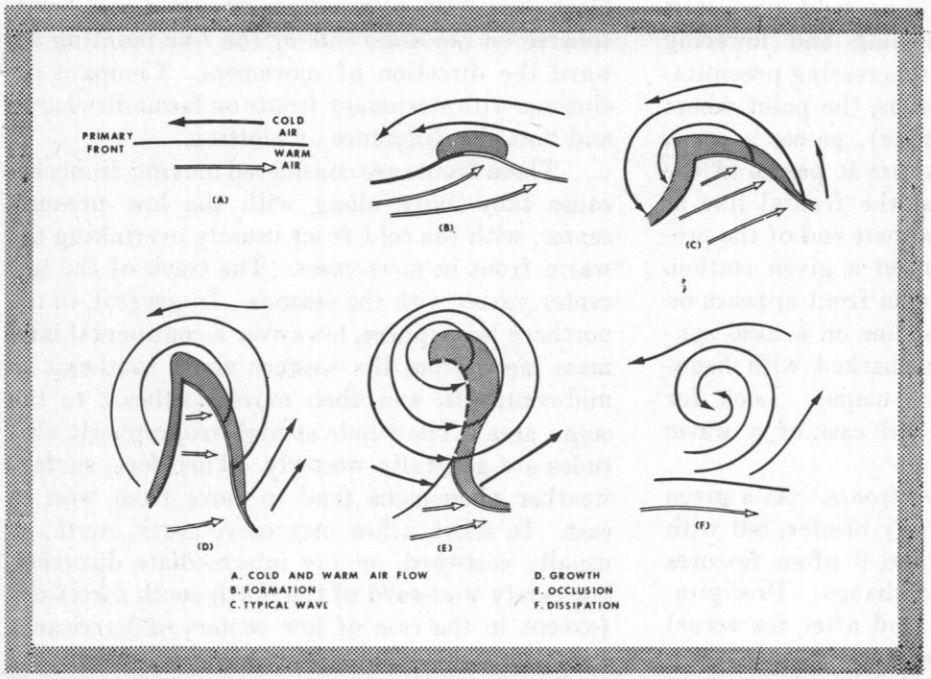

Figure 26–5. Development of a frontal system from a wave in a stationary front. Note that the cold front overtakes the warm front, becoming an occluded front
Easterly Waves are the curved lines of convergence on which a hurricane (typhoon) is occasionally formed. Easterly waves appear in the sub-tropical area between the equatorial front and 25°–28° north latitude. They usually cross a station in an average period of between three to five days. Easterly waves are troughs of low pressure and convergence, and move from east to west. They appear as a band of heavy cumulus/cumulo-nimbus clouds with heavy showers and thunderstorms. Passage of an easterly wave brings air of higher moisture content that extends to higher levels, and surface winds shift from north or northeast to east or southeast. Significant pressure falls (net 24-hour rise or fall) precede a wave, while rises are found behind a wave. On a colored surface map, easterly waves are shown as a curved blue line. (See Figure 26–4, item 30.) On a facsimile chart, they appear as a trough, or curved black line.
Tropical Cyclones (hurricanes and typhoons) are shown by a sort of pinwheel symbol on all surface maps (Fig. 26–4). Usually past 6-hourly positions of the "eye" or center of the storm are shown to assist in estimation of future movement.
intense thunderstorm activity and occasional tornadoes accompany such squall lines. They are particularly common in summer. Squall lines may be indicated by an upper cold front paralleling the leading edge of cold fronts, or by a blue line of dashes and pairs of small dots as shown in Figure 26–4. On fascimile charts look for black dashes alternating with pairs of dots.
Upper Fronts are fronts which do not reach the surface of the ground. The frontal line is the line of meeting between different air masses. Occluded fronts usually have upper fronts associated with them. The location (ahead or behind) of the upper front is determined by the type of occlusion. The upper front on local synoptic maps is a broken line of the same color as used otherwise; on facsimile maps, it is an open or unshaded version of the same frontal symbol. Figure 26–5 shows a typical occlusion.
Frontolysis, dissipation of a front, is shown by diagonal hatching across the usual frontal line as shown by Figure 26–4.